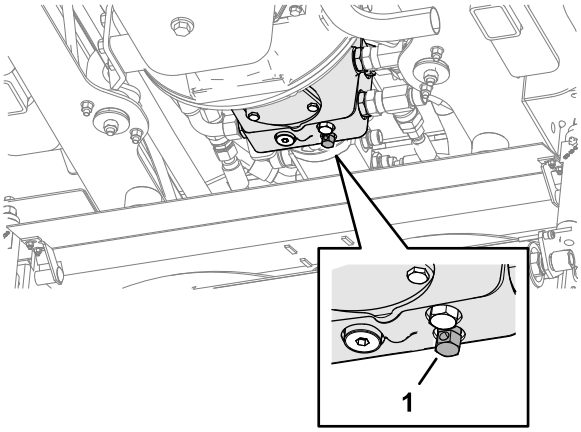

Figur 44
2. Luk omløbsventilen på transmissionspumpen oven over den midterste klippeenhed ved at dreje den med uret (Figur 44).